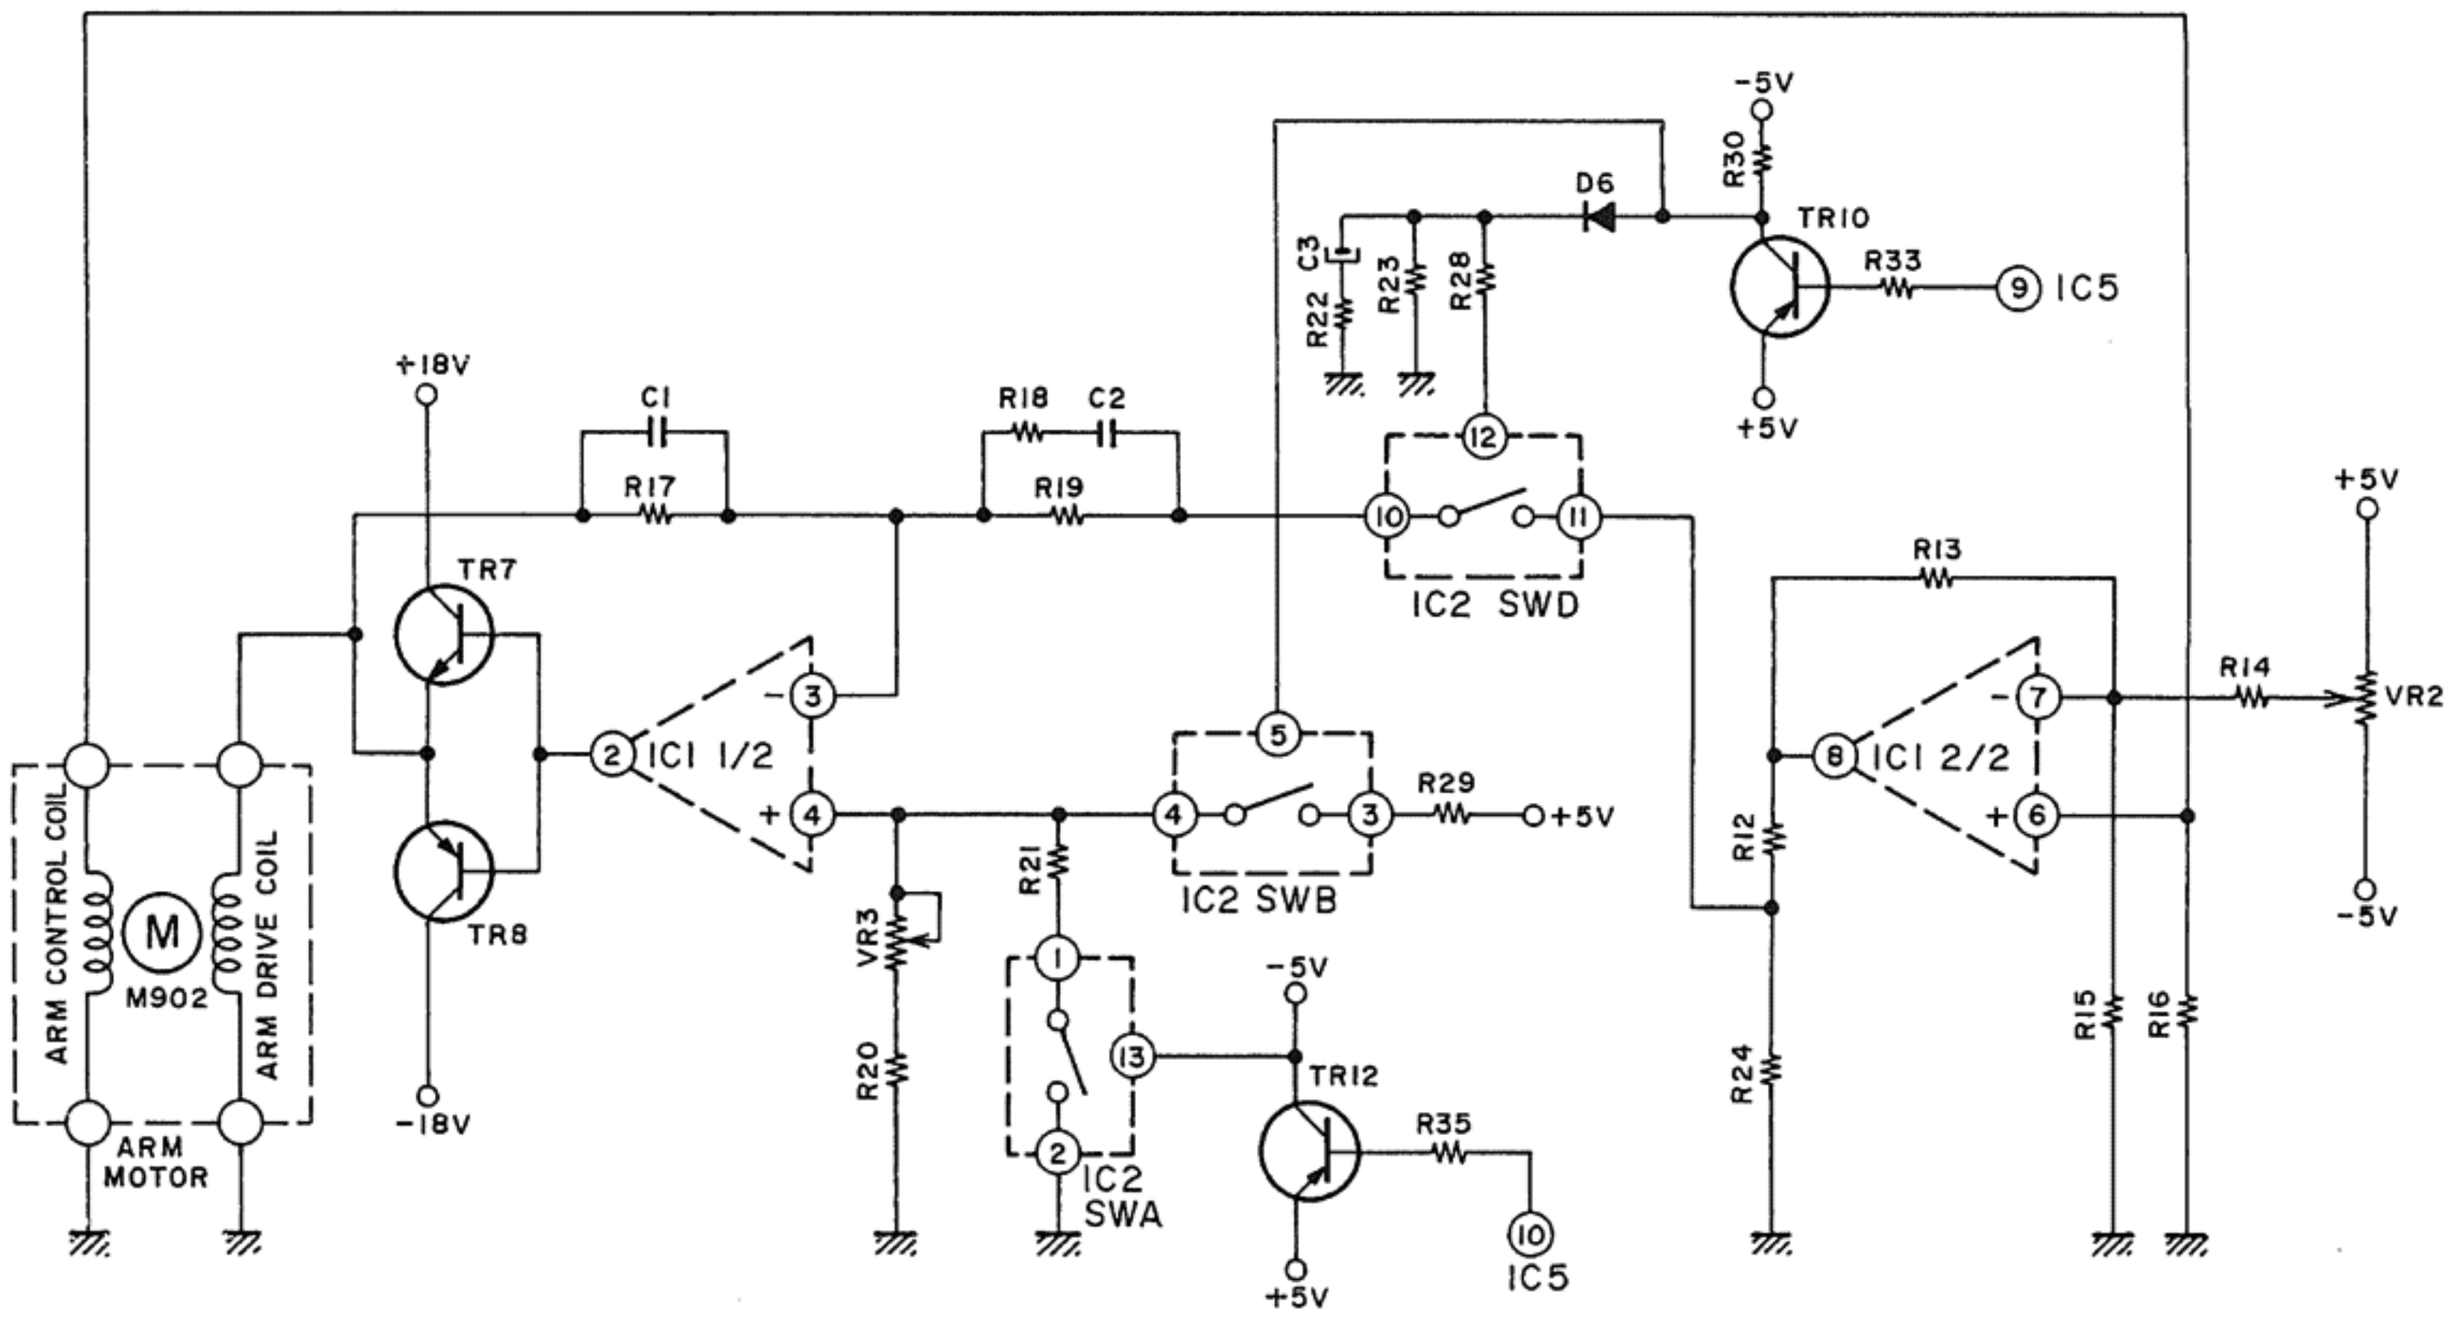

Fig. 13 Arm Drive Circuit (F. REV/REV)
Unlike the arm drive circuit shown in Fig. 13, negative (−) voltage is applied to IC1 1/2 ④ and, therefore, the output of IC1 1/2 is also negative (−), thus allowing the current to flow through TR8 and the arm drive coil. As a result, the TONE ARM quickly moves toward the spindle (Fast Forward).
1) When the record has been played completely and the arm position has shifted to "6", the CPU judges that the arm has arrived at LEAD-OUT position and sets IC5 ② (PLUNGER) to "H". Therefore, TR4 and TR2 are turned off, the plunger is released and the arm lifter rises.
Then, 0.14 sec. later, IC5 ④ (ANTI-SKATING) becomes "H", TR1 and TR6 are turned off and the ANTI-SKATING is stopped from functioning while at the same time, IC5 ⑨ (REV) changes to "L" and IC5 ⑩ (FAST) changes to "H" while the tone arm is fast reversed (same circuit as shown in Fig. 13).
3) When the tone arm comes to the position between "2" and "1", IC5 ⑮ (MAIN MOTOR) becomes "H" and sents STOP signal to IC3 ⑪.